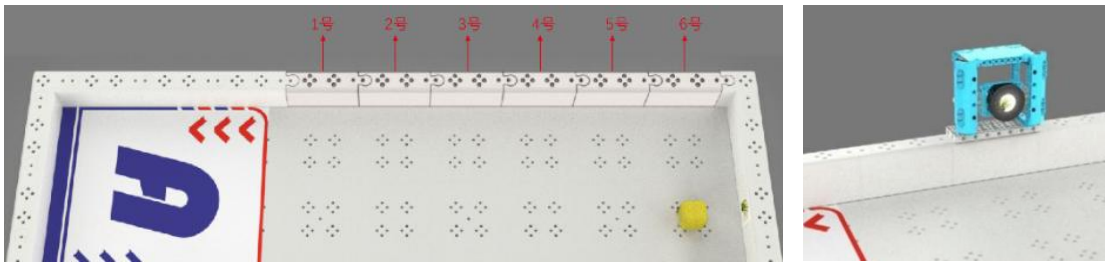

图 7 作物辨识区挡板编号及 2 号挡板上放置的作物辨识装置示意图
4.作物辨识区：每个基础场地中有两个作物辨识区，其分别位于两侧启动区前的一段挡板处（从启动区向前依次标记 1-6 号挡板），活动现场会公布哪一号挡板上放置作物辨识装置。如图 7 所示。